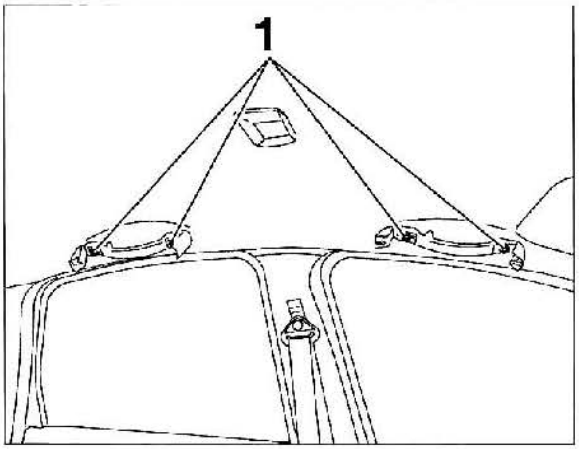

FIG. 5
. Desmontar los tornillos de fijación (1) de las empuñaduras de sujeción del techo (fig. 5).